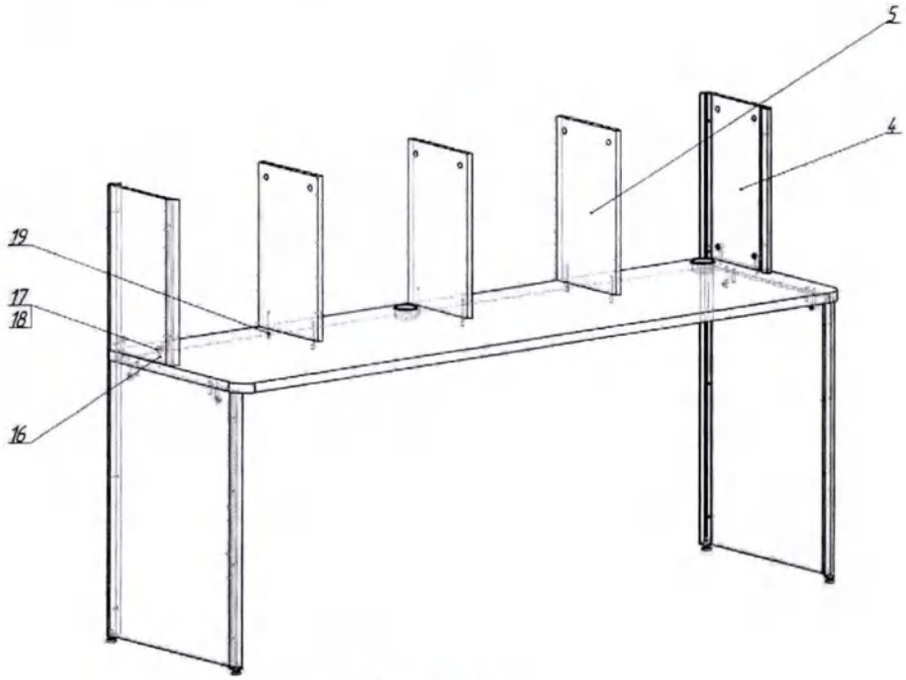

Рисунок 4
4.12. Установить ранее собранные стойки надстройки на столешнице так, чтобы головки штоков и шканты вошли в подготовленные отверстия панелей. **Особого давления на панели не прилагать** (рисунок 4).
4.13. С помощью крестовой отвертки или шестигранного ключа, поворачивая по часовой стрелке эксцентрики, притянуть панели надстройки к столешнице стола. Закрыть эксцентрики заглушками (18) (рисунок 4).
4.14. Дополнительно закрепить боковые панели надстройки на передних профилях при помощи саморезов 3,5x16 (14) (рисунок 4).
4.15. Закрепить средние панели надстройки при помощи евровинтов 7x70 (19) (рисунок 4).